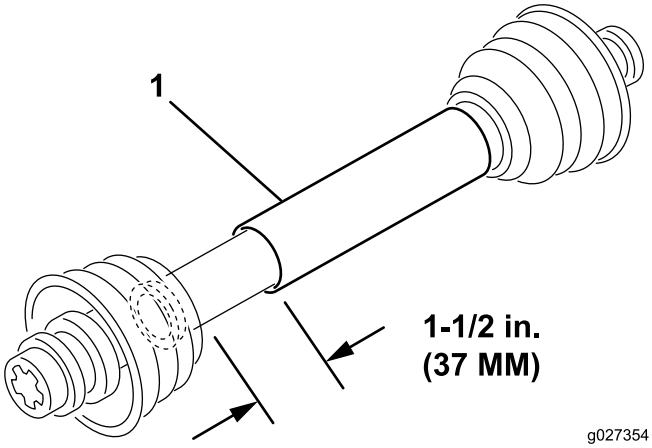

Figure 2
3. À la longueur la plus courte, il doit rester une distance de rétraction possible d'au moins 37 mm entre les 2 moitiés de l'arbre de PDF (Figure 2).